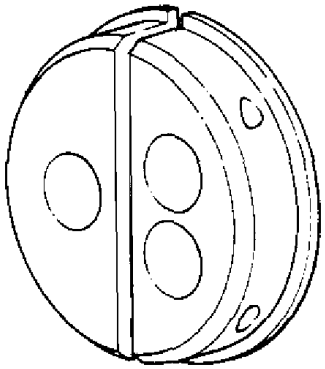

Figure 4. 6796691 Propeller Shaft Bearing Roller Retainer
e. Remove propeller shaft and planetary gears from front housing assembly (2). Place assembly in 6796834 buildup stand.
f. Install 6796691 bearing roller retainer (figure 4) in propeller shaft roller bearing outer ring and rollers to retain rollers.